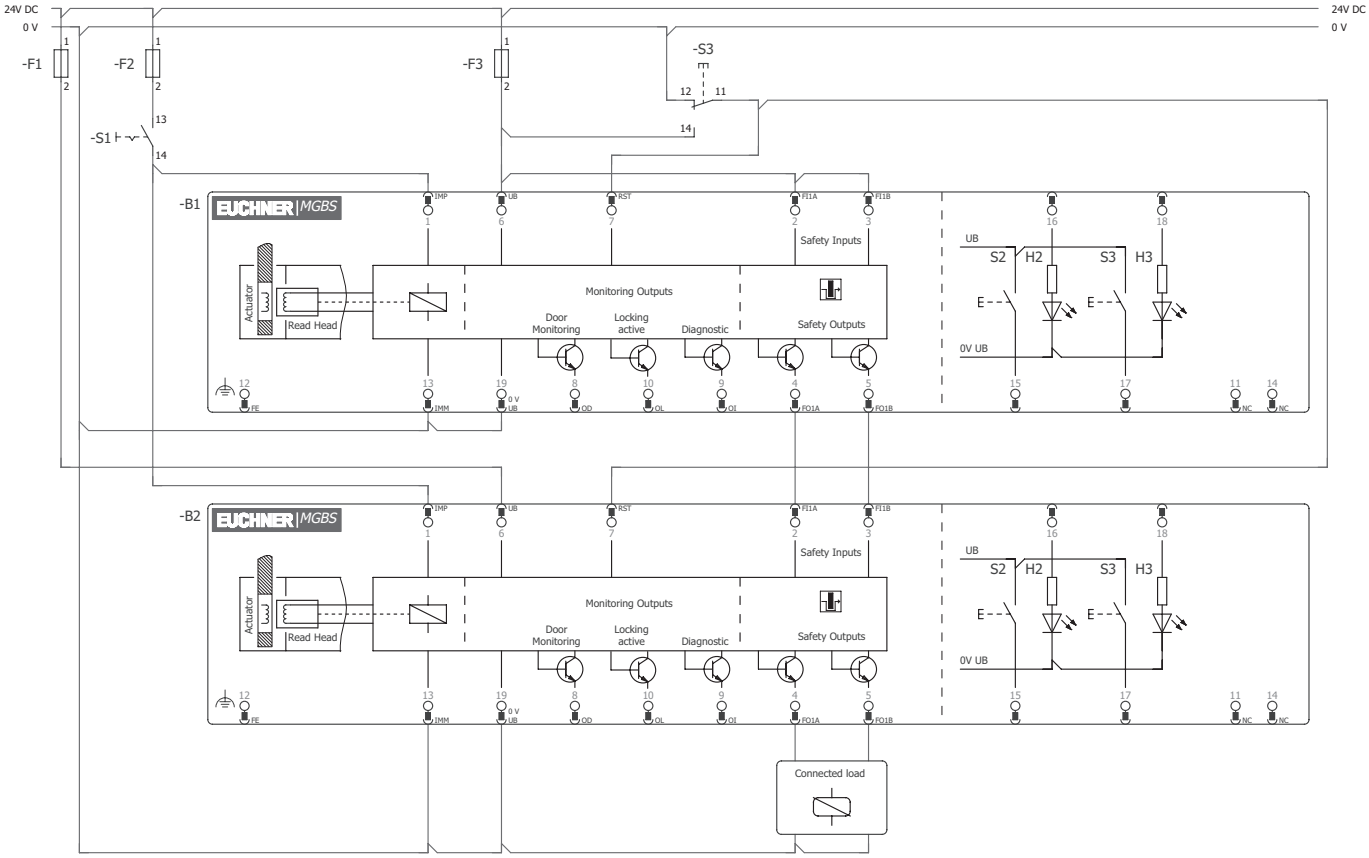

Figure 6: Connection example for one switch chain; version with plug connector M23
- A common signal must be used for all locking modules in the chain. This can be a changeover switch or the output of a control system. A pushbutton is not suitable because the reset must always be connected to GND during operation (see switch S3 in *Figure 6 on page 31*).
Input RST must be connected as shown in *Figure 6 on page 31* to permit this.